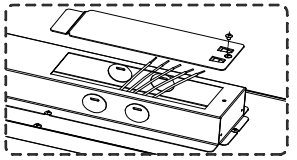

Figure3
Step 3 : Open up the driver box (Figure 3).